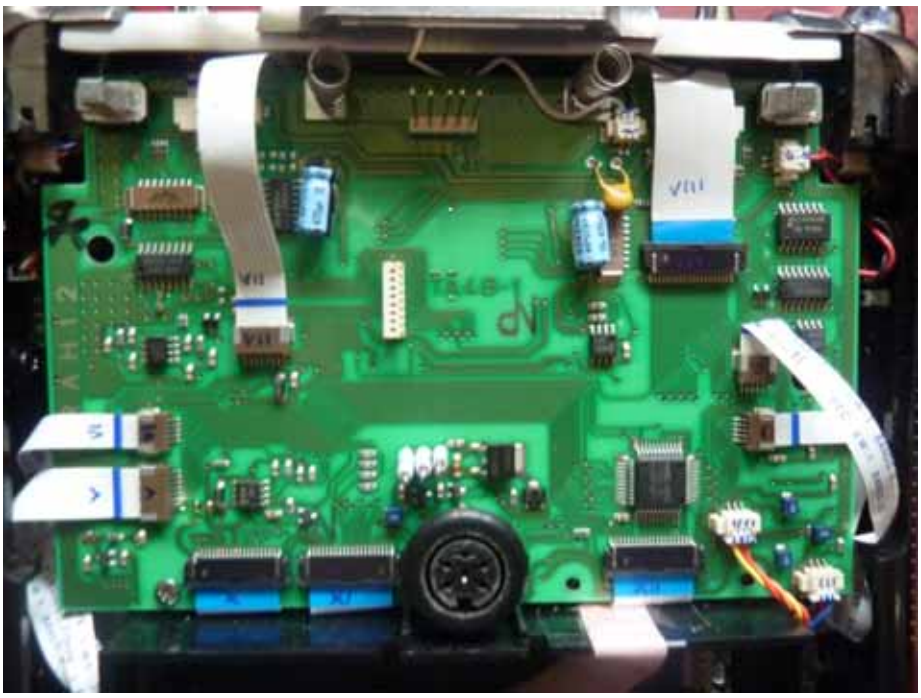

Figure 59 Label all ribbons and cables on the PCB
5. As depicted in Figure 59, label all ribbon cables on the main PCB that is now exposed. You should know where and how to refit each and every one so take a photo with a camera.